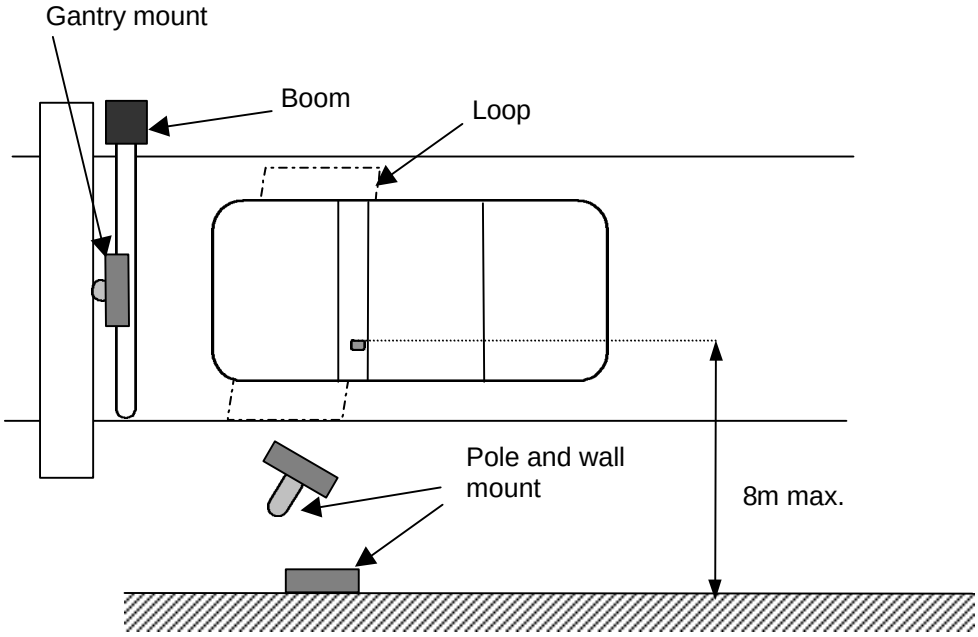

Figure 5.2. Positioning
1. Determine the area in which the unit must detect. The Base Station unit should be placed roughly in the middle of this area (Figure 5.2)